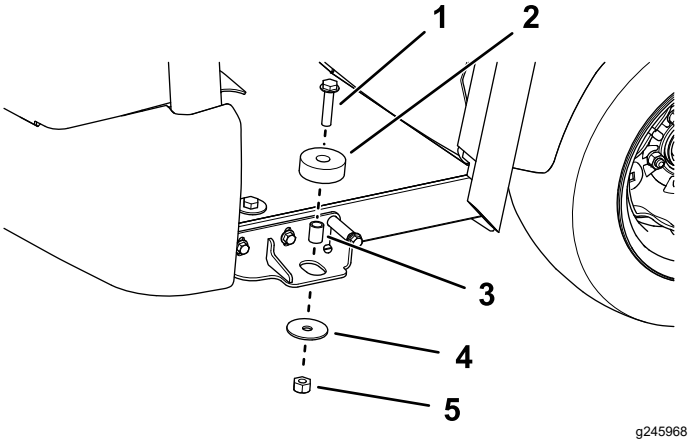

Figur 28
6. Montera de två gummiisolatorerna med en flänsskruv (½ x 2 ¼ tum), distansbricka, bricka och låsmutter på vardera sida (Figur 28).